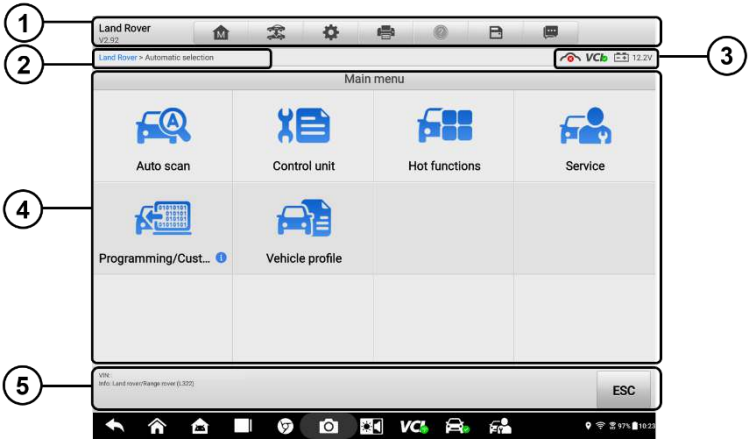

Figure 4-10 *Main Menu Screen*
1. Tap the **Diagnostics** application button on the MaxiSys Job Menu. Choose the corresponding vehicle information and enter the Main Menu screen (Figure 4-10).